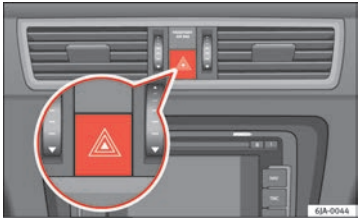

Fig. 58 Instrument panel: switch for hazard warning lights
– Press the button ⚠ ⇒ Fig. 58 to switch the hazard warning lights on or off.